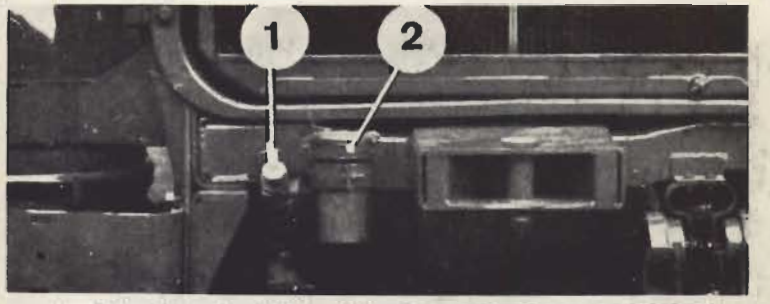

**Fig. 2.2. - Situación del brocal llenado aceite motor y varilla nivel**
**Cada 500 Km.:** Comprobar el nivel de aceite, efectuando las adiciones necesarias por la boca de carga (fig. 2.2), cuidando no sobrepasar el límite superior marcado sobre la varilla. Para com-